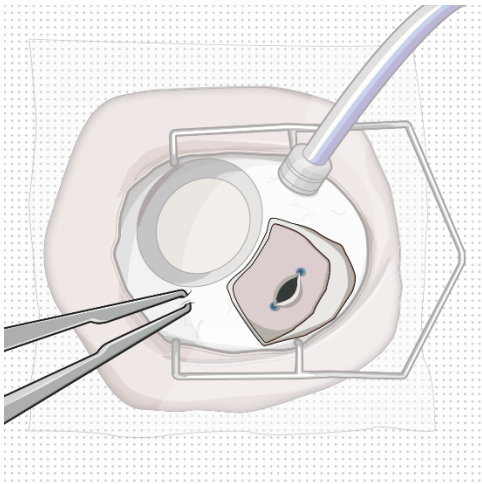

Figure 36
- Prior to inserting the implant, stabilize the globe with forceps to prevent unwanted eye movement (Figure 36).